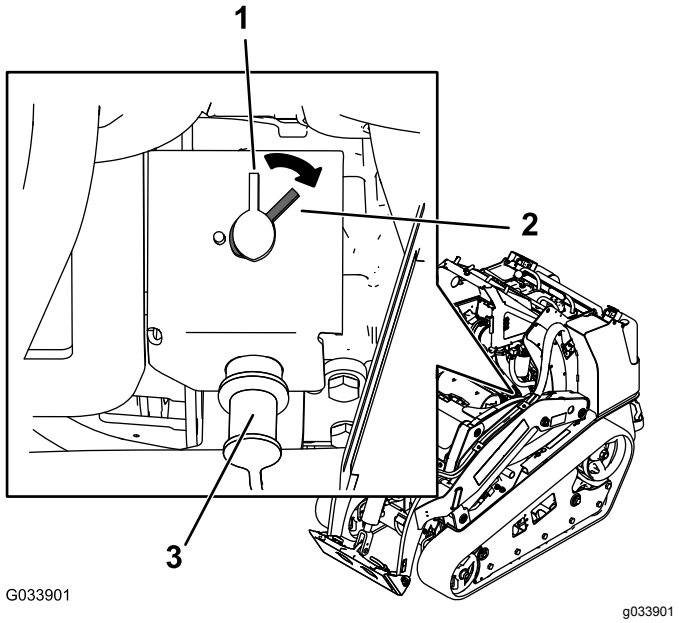

**Figuur 48**
- Om de machine elektrisch op te laden, draait u de accu-ontkoppelingsschakelaar rechtsom naar de stand AAN (Figuur 48).
- Om de machine elektrisch te ontladen, draait u de accu-ontkoppelingsschakelaar linksom naar de stand UIT (Figuur 48).